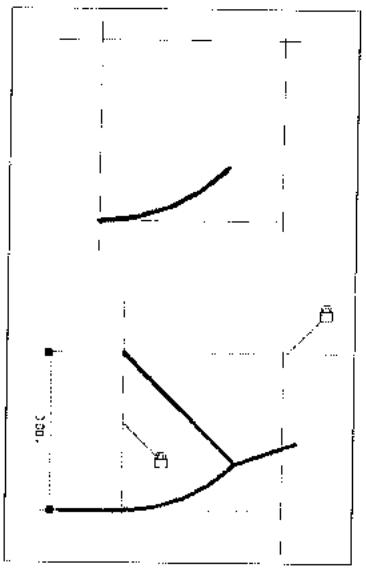

Рис. 39.25. *Создание шаблона для траектории*
c. На ленте в разделе **Datum** выбрать инструмент **Reference Line > Draw by Line** (Опорная линия > Нарисовать по линии). В строке параметров сбросить флажок **Chain** (Цепь). Нарисовать три отрезка, два из которых слева и справа будут соответствовать начальному и конечному участку траектории сдвига, а средний – задавать угол поворота траектории (рис. 39.25).